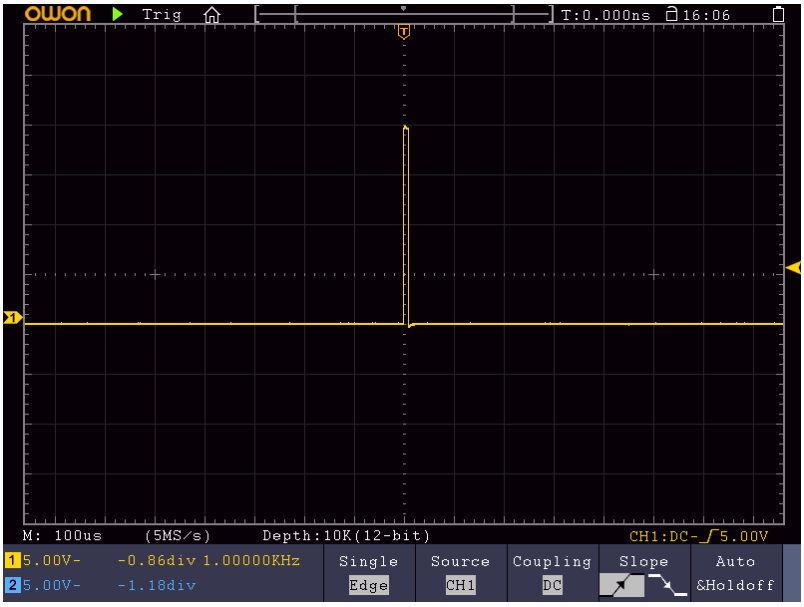

Figure 9-3 Capturing a Single Signal
(2) Adjust the **Vertical Scale** and **Horizontal Scale** knobs to set up a proper vertical and horizontal ranges for the signal to be observed.
(3) Push the **Acquire** button to display the Acquire menu.
(4) Select **Acqu Mode** in the bottom menu. Select **Peak Detect** in the right menu.
(5) Push the **Trigger Menu** button to display the Trigger menu.
(6) Select the first menu item in the bottom menu. Select **Single** in the right menu.
(7) In the left menu, select **Edge** as the mode.
(8) Select **Source** in the bottom menu. Select **CH1** in the right menu.
(9) Select **Coupling** in the bottom menu. Select **DC** in the right menu.
(10) In the bottom menu, select **Slope** as (rising**)**.
(11) Turn the **Trigger Level** knob and adjust the trigger level to the roughly 50% of the signal to be measured.
(12) Check the Trigger State Indicator on the top of the screen, if it is not Ready, push down the **Run/Stop** button and start acquiring**,** wait for trigger to happen. If a signal reaches to the set trigger level, one sampling will be made and then displayed in the screen. By using this approach, a random pulse can be captured easily. For instance, if we want to find a burst burr of high amplitude, set the trigger level to a slightly higher value of the average signal level, push the **Run/Stop** button and wait a trigger. Once there is a burr occurring, the instrument will trigger automatically and record the waveform during the period around the trigger time. By turning the **Horizontal Position** knob in the horizontal control area in the panel, you can change the horizontal triggering position to obtain the negative delay, making an easy observation of the waveform before the burr occurs (see *Figure 9-3*).